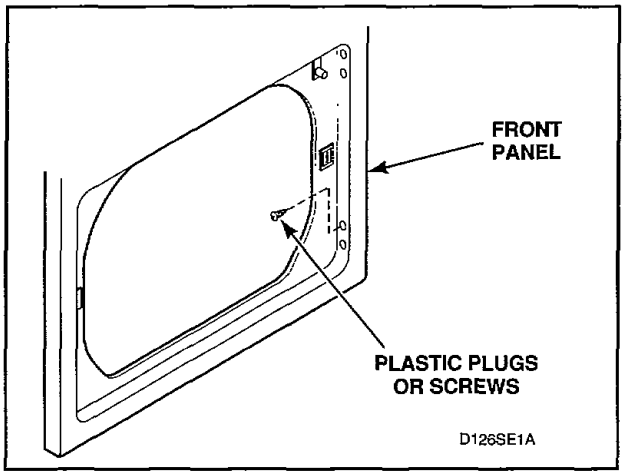

Figure 22
h. Remove plastic plugs (or screws) from left side of the door opening of the dryer front panel and place them into holes on right side, *Figure 22.*